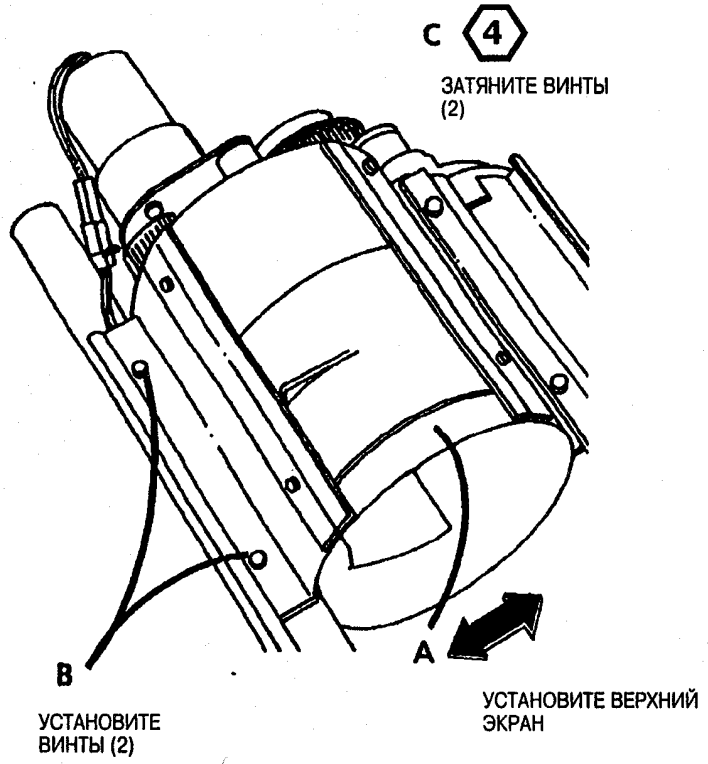

Рис. 10. Заново установите верхний экран
④ *ЭТАП 8C: Не затягивайте винты слишком сильно.*
8. (Рис. 10): Заново установите верхний экран.